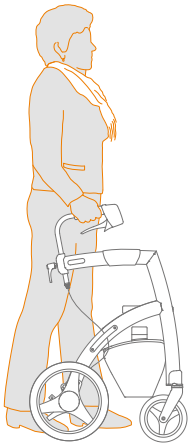

Figure 18: Marchez en vous tenant droit aussi près que possible du déambulateur.
b. Pendant la marche, vous prenez place entre les poignées. Les poignées vous offrent le support pendant la marche si besoin. Ainsi, vous marchez aussi près que possible du déambulateur, ce qui vous procure le plus de soutien **(Figure 18)**.